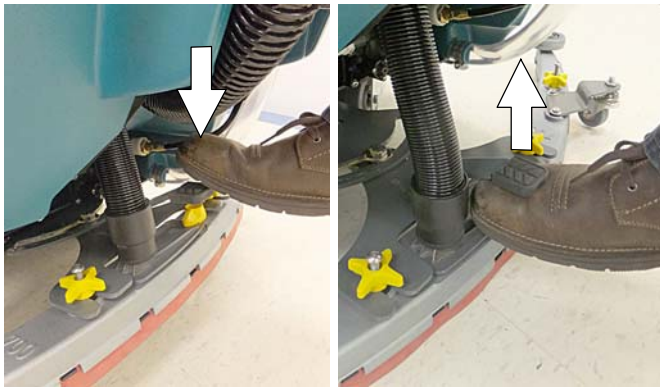

図　74
4. 図に示すように、フットパッドをつま先で踏んで、スクイージーアセンブリーを床に下げます（図74）。